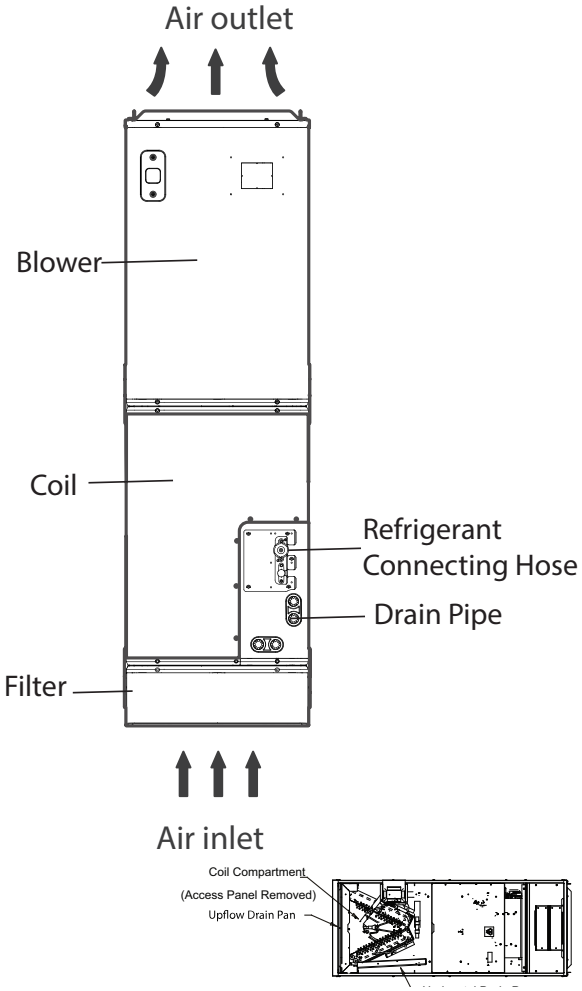

Fig. 15 —Indoor Unit Representation
- **Illustrations in this manual are for explanatory purposes. The actual shape of your indoor unit may be slightly different. See Fig. 15. The actual shape shall prevail.**